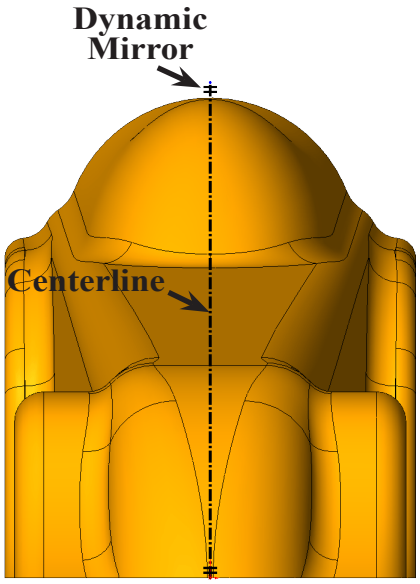

Fig. 142
Step 5. Starting from the Origin at the bottom of the body, draw a vertical line up through the body and extend the centerline out past body, **Fig. 142**.
Step 7. Click the centerline to select it, **Fig. 142**.
Step 8. Click **Dynamic Mirror** on the Sketch toolbar or Tools Menu > Sketch Tools > Dynamic Mirror, **Fig. 142**. Symmetry symbols appear at both ends of the centerline.